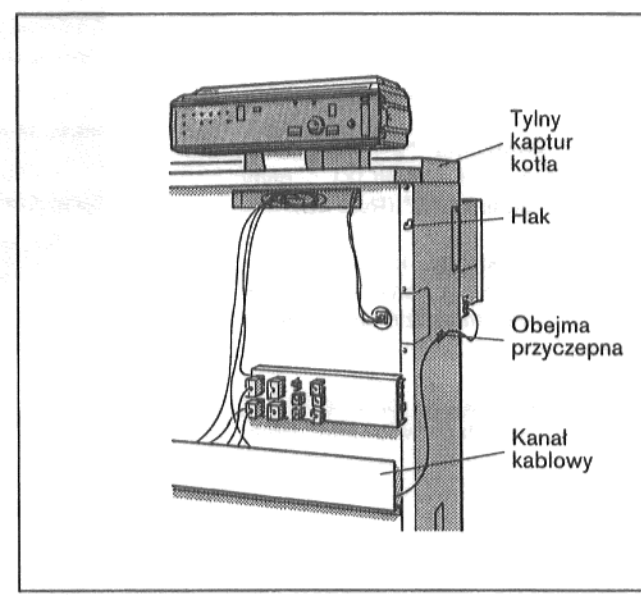

Rys. 42 - Kocioł z nałożonym kapturem tylnym
- Ścianę przednią (badz ściany przednie zawiesić na 4 (bądź 8) hakach (p. Rys. 42).